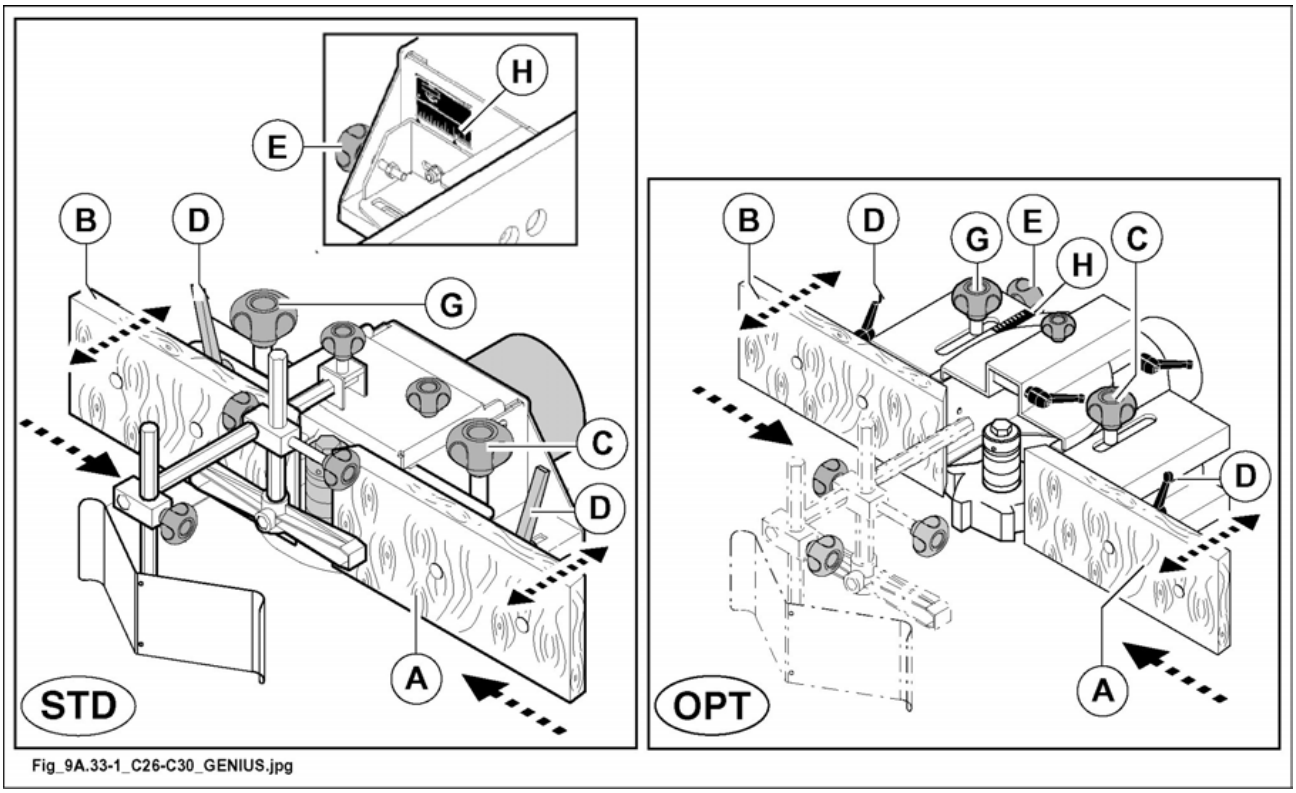

Fig. 9.33-1
Simultaneous adjustment of the guides A and B (fig. 9.33-1).
- Adjust fence (A fig. 9.33-1) by means of knob (E fig. 9.33-1) after loosening knob (C fig. 9.33-1).
- Adjust fence (B fig. 9.33-1) by means of knob (E fig. 9.33-1) after loosening knob (G fig. 9.33-1).
- The fence halves (A and B fig. 9.33-1) must be as near the tool as possible (about 2-3 mm). To make this adjustment loosen handles (D fig. 9.33-1) behind the fence halves.
Read the deviation between the two tables on index (H fig. 9.33-1). When the index is positioned on "0", the fences are aligned.
- When the adjustment has been carried out, tighten the knobs C and G (fig. 9.33-1).